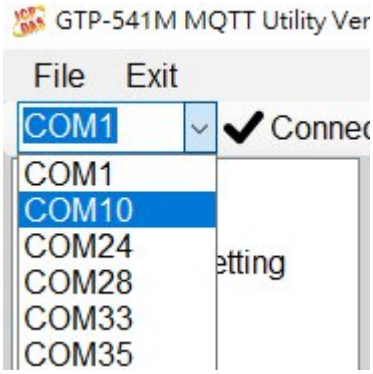

Figure 11.2.1
1. Select the appropriate COM Port number for your RS-232 or RS-485 interface (refer to Figure 11.2.1).